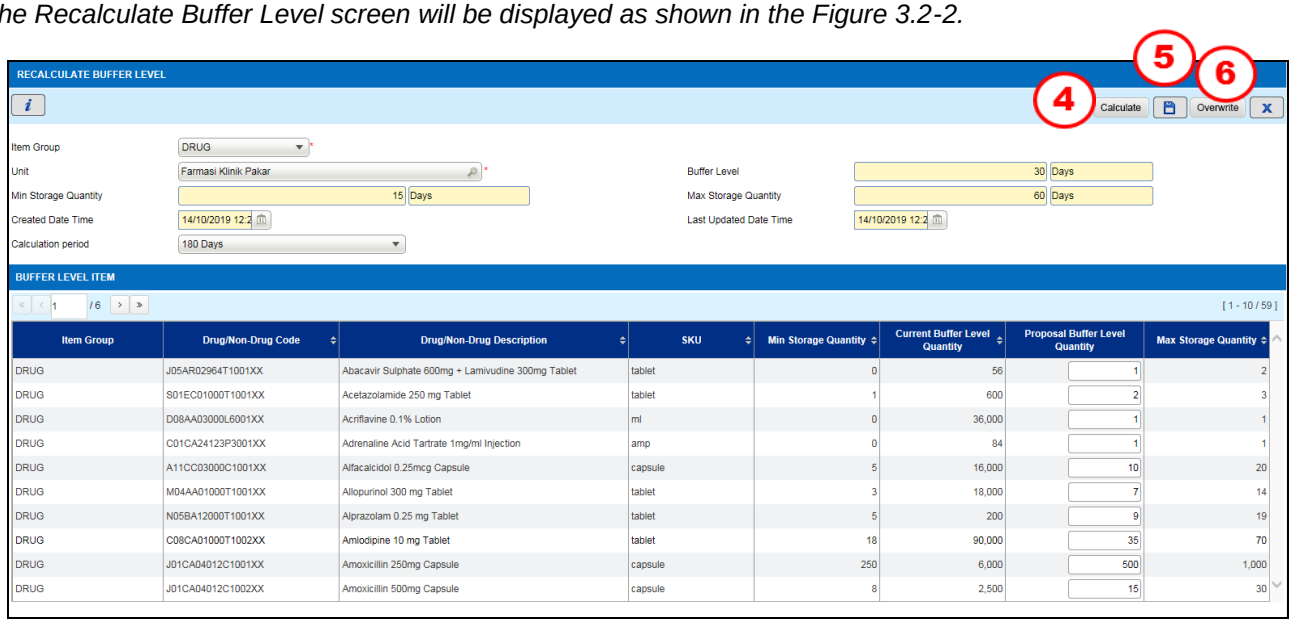

Figure 3.2-2 Overwrite Recalculate Buffer Level
The Recalculate Buffer Level screen will be displayed as shown in the Figure 3.2-2.
- *Information record will be displayed as shown in Figure 3.2-2.*